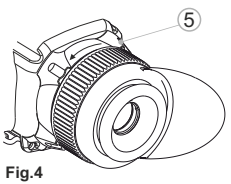

Fig.4
- Gire la anilla de bloqueo **(5)** del ocular en el sentido contrario a las agujas del reloj hasta que oiga un clic y desmonte el ocular **(Fig.4)**.
- Instale el casquillo **(14)** en el adaptador **(15)** hasta el final (ver. Fig.4).
- Instale por completo el adaptador con el casquillo sobre el objetivo **(17)** del visor diurno **(ver. Fig.4)**.
- Cambie la palanca **(18)** de la posición inicial **"ABIERTO"** a la posición **"CERRADO" (ver. Fig.4)**.